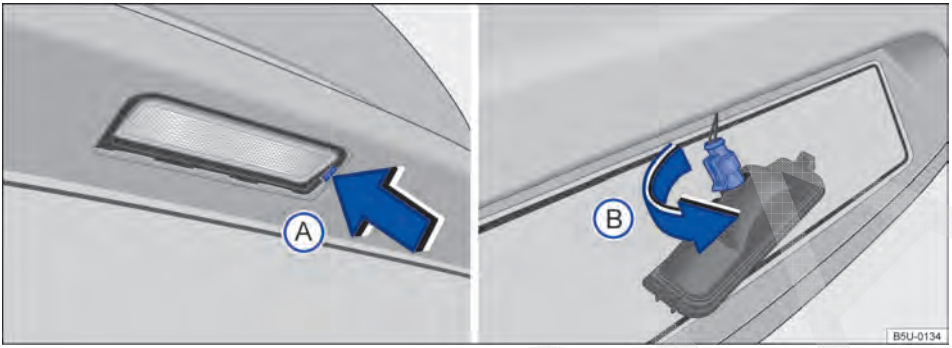

Fig. 175 No para-choque traseiro: remover a lanterna da placa de licença e o soquete da lâmpada.
2.	Com o auxílio de uma chave de fenda, pressionar a trava → Fig. 175 Ⓐ para remover o conjunto.